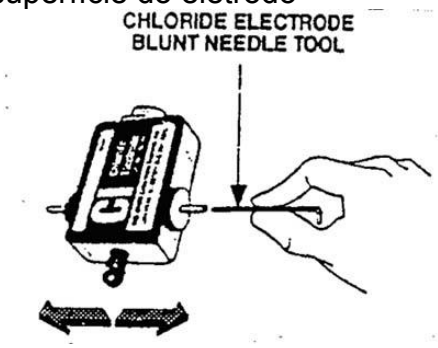

Figura 9-23a
1) Segure a ferramenta de limpeza, como mostrado na **Figura 9-23a.**